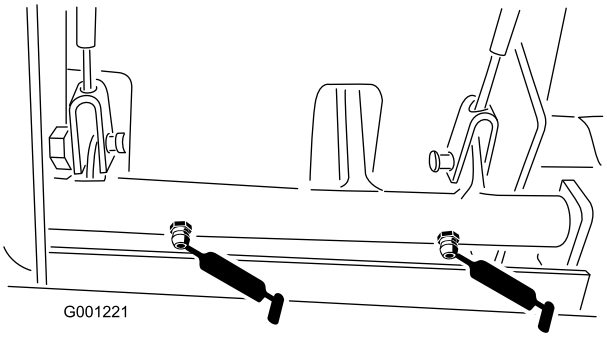

Figuur 41
- Lagerbussen van draaipunt van rem (Figuur 41)
- Remkabels (aandrijfwiel en uiteinden van rempedalen) (Figuur 41)